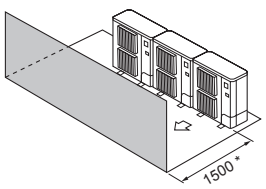

Fig. 2-15
③ Hindernisse nur auf der Vorderseite (Fig. 2-15)